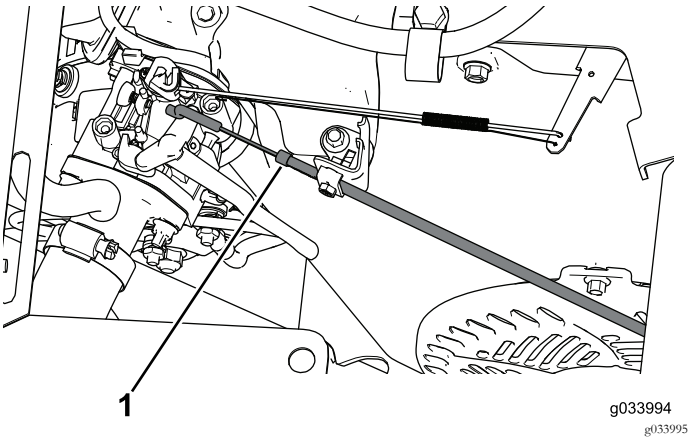

Figure 11
5. Débranchez le câble de starter du moteur (Figure 11).